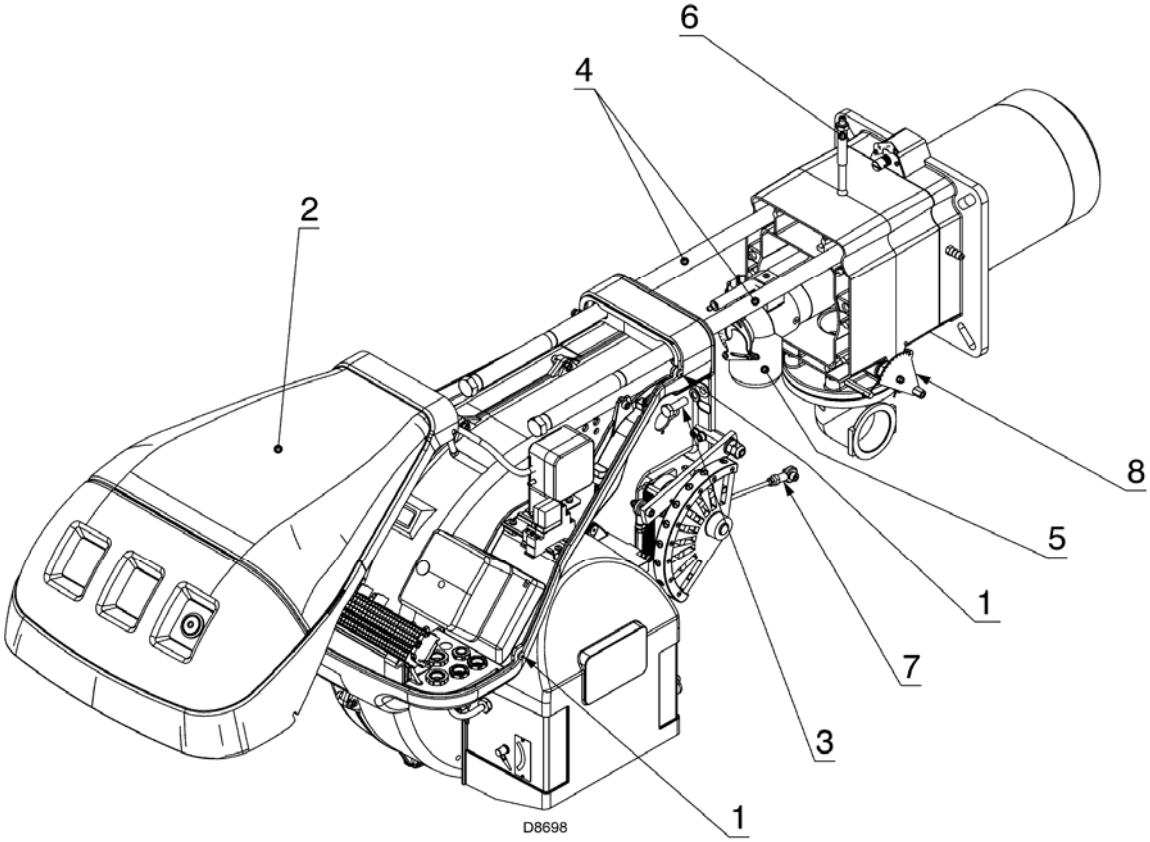

Рис. 38
Если вы не уверены, снимите колено (5) (рисунок 38).